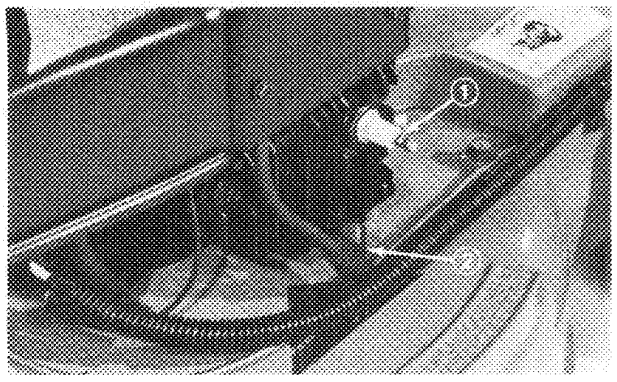

Figure 24
2. Clean area around spark plug so foreign matter does not fall into cylinder when plug is removed. Remove plug from cylinder head with spark plug socket (Fig. 24).